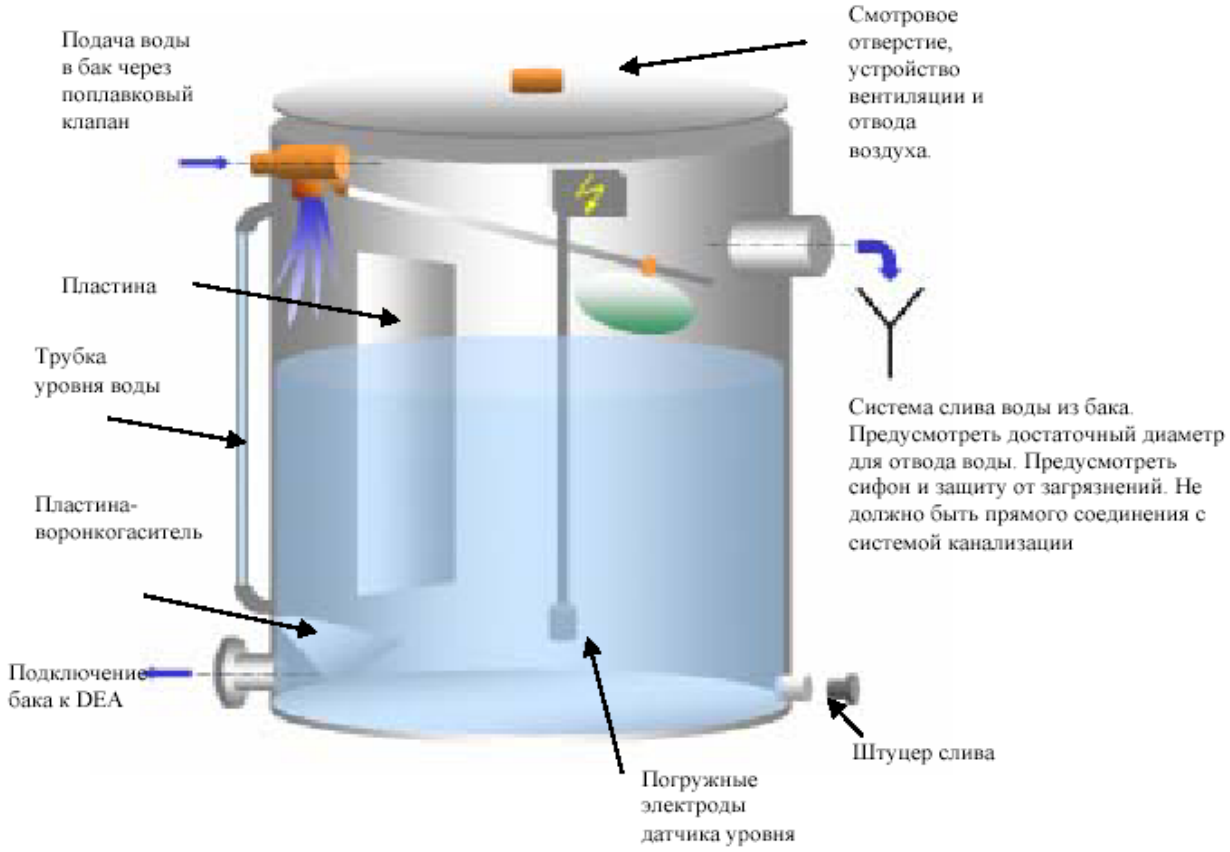

Рисунок 16. Накопительный бак открытого типа
1. Открытый накопительный бак (рисунок 16);